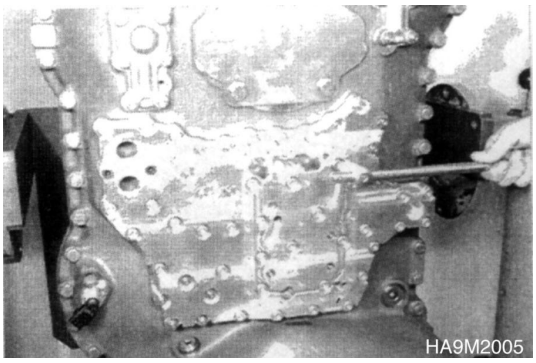

Figure 110
4. Loosen socket head screws and hex nuts (Figure 110) and separate duct plate from gearbox housing. Remove gasket.